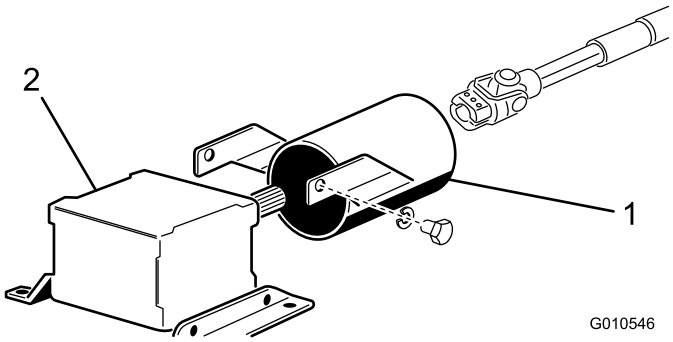

Figuur 8
tandwielkast zijn bevestigd (Figuur 8). Bewaar de bevestigingsmaterialen voor latere montage.
4. Schuif de aftakasbescherming op de aftakas en plaats de bescherming zoals wordt getoond in Figuur 8.